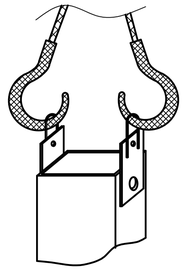

Рис.3
- строповку заземлителя проводить за монтажные петли в верхней части блока (рис.3);